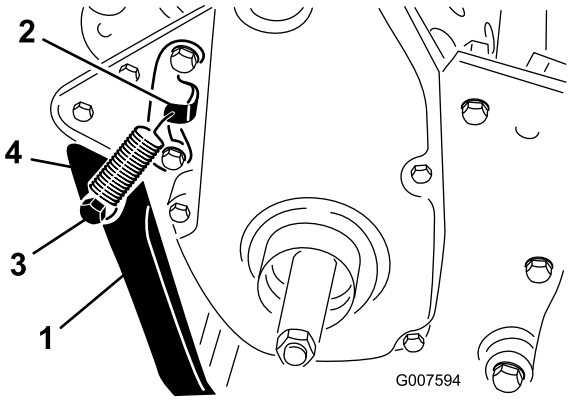

Rysunek 6
2. Zahacz sprężynę w otworze we wsporniku sprężynowym oraz w sworzniu sprężynowym, wyosiowując równocześnie podpórkę względem otworów montażowych w tylnej części ramy (Rysunek 6).
3. Zamocuj podpórkę do obu stron ramy za pomocą śruby, podkładki blokującej, elementu dystansowego, podkładki płaskiej i przeciwnakrętki (Rysunek 6).